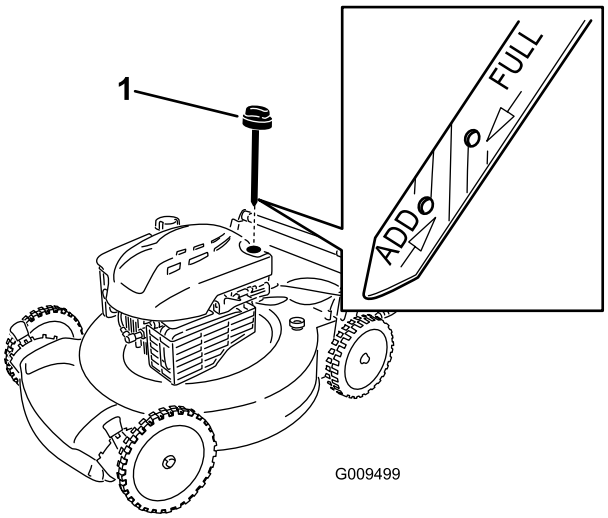

Bild 6
2. Entfernen Sie den Peilstab (Bild 6) und füllen Sie Öl in den Einfüllstutzen bis ca. 3/4 des Füllvolumens des Kurbelgehäuses ein.
5. Nehmen Sie den Peilstab heraus und lesen Sie den Ölstand am Peilstab ab, siehe Bild 6.